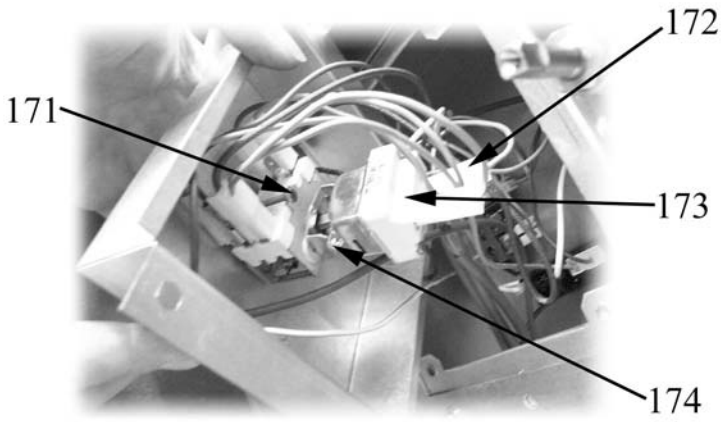

Fig. 17
- disconnect electrical connections from the thermostat (item 172 in Fig. 17);
- using a pair of pliers, straighten the tongues of the thermostat-switch assembly coupling bracket (item 174 in Fig. 17) to separate the components;